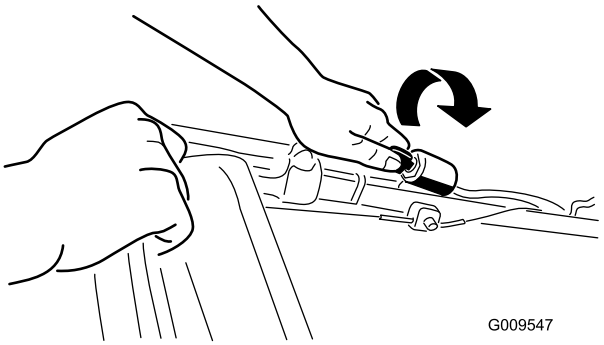
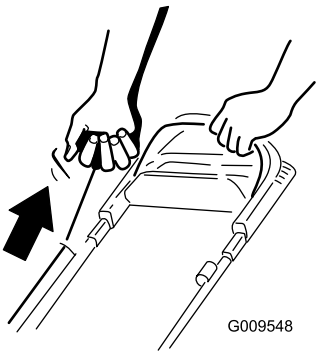

Figur 11
Figur 12
2. Drej tændingsnøglen (Figur 11) (kun modeller med elektrisk starter), eller træk i tilbageslagsstarthåndtaget (Figur 12).
Bemærk: Når du trækker i tilbageslagsstarthåndtaget, skal du trække let i det, indtil du mærker modstand, og derefter trække hårdt i det (Figur 12). Lad snoren vende langsomt tilbage til håndtaget.